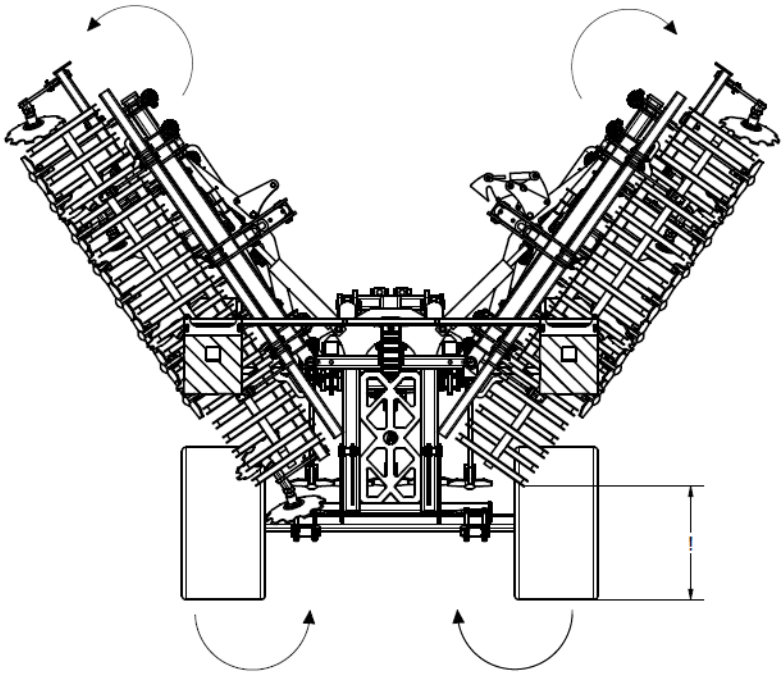

Rysunek 17 Sekwencja otwierania maszyny: otwieranie maszyny ze zwróconą szczególną uwagą na wysokość końców ramion od podłoża.
4. Podczas otwierania ramion skrzydeł maszyny, należy upewnić się, że końce ramion znajdują się na odpowiedniej wysokości, uniemożliwiającej ich zahaczenie o podłoże (rys. 17).